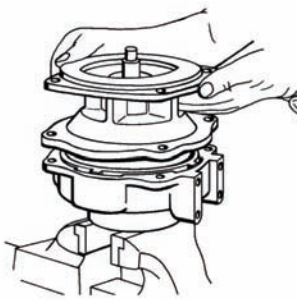

Figure 25
11. Clamp the PTO end of the gear case unit in the vise (See Figure 25). Place the mounting flange adapter and the shaft assembly over the gear case unit, inserting the pinion gear of Sun gear end of shaft into the center point of the three driver gears, matching teeth. BE CAREFUL NOT TO DAMAGE THE TEETH OF THE GEARS.